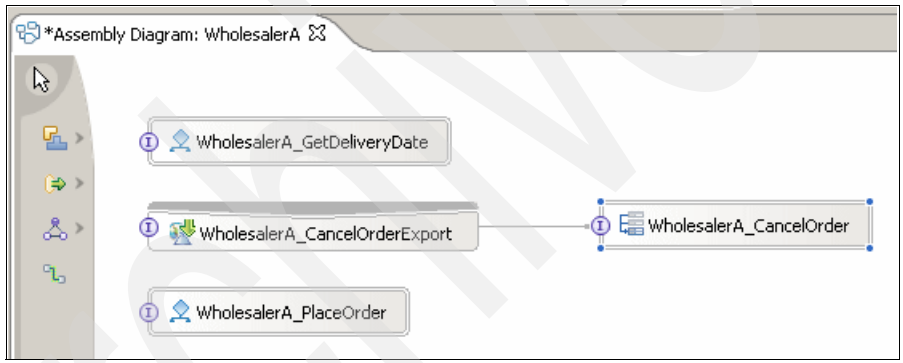

Figure A-73 New Web services binding
6. When you create a Web service, you have two choices for the type of Web service you can create, SOAP over HTTP or SOAP over JMS. In the Select Transport window, select **soap/http** and click **OK**. A Web service binding is now added to the assembly diagram as shown in Figure A-73.